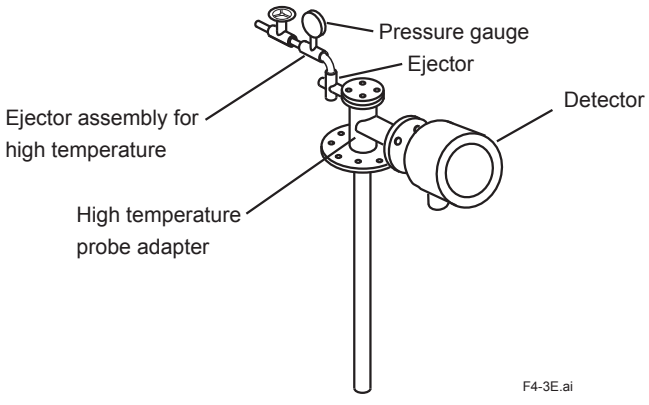

Figure 4.3 Mounting the ejector assembly
- When a high temperature detector is used and the pressure of a sample gas is negative, connect an ejector assembly on the sample gas outlet of the high temperature probe adapter. (See Figure 4.3 in Subsection 4.1.4.)
- If the pressure of a sample gas is negative, connect an ejector assembly (E7046EC/ E7046EN) as shown in Figure 4.3. Mount the pressure gauge as close as possible to the ejector. However, if the ambient temperature is too high, mount the gauge in a location with a temperature below 40°C.